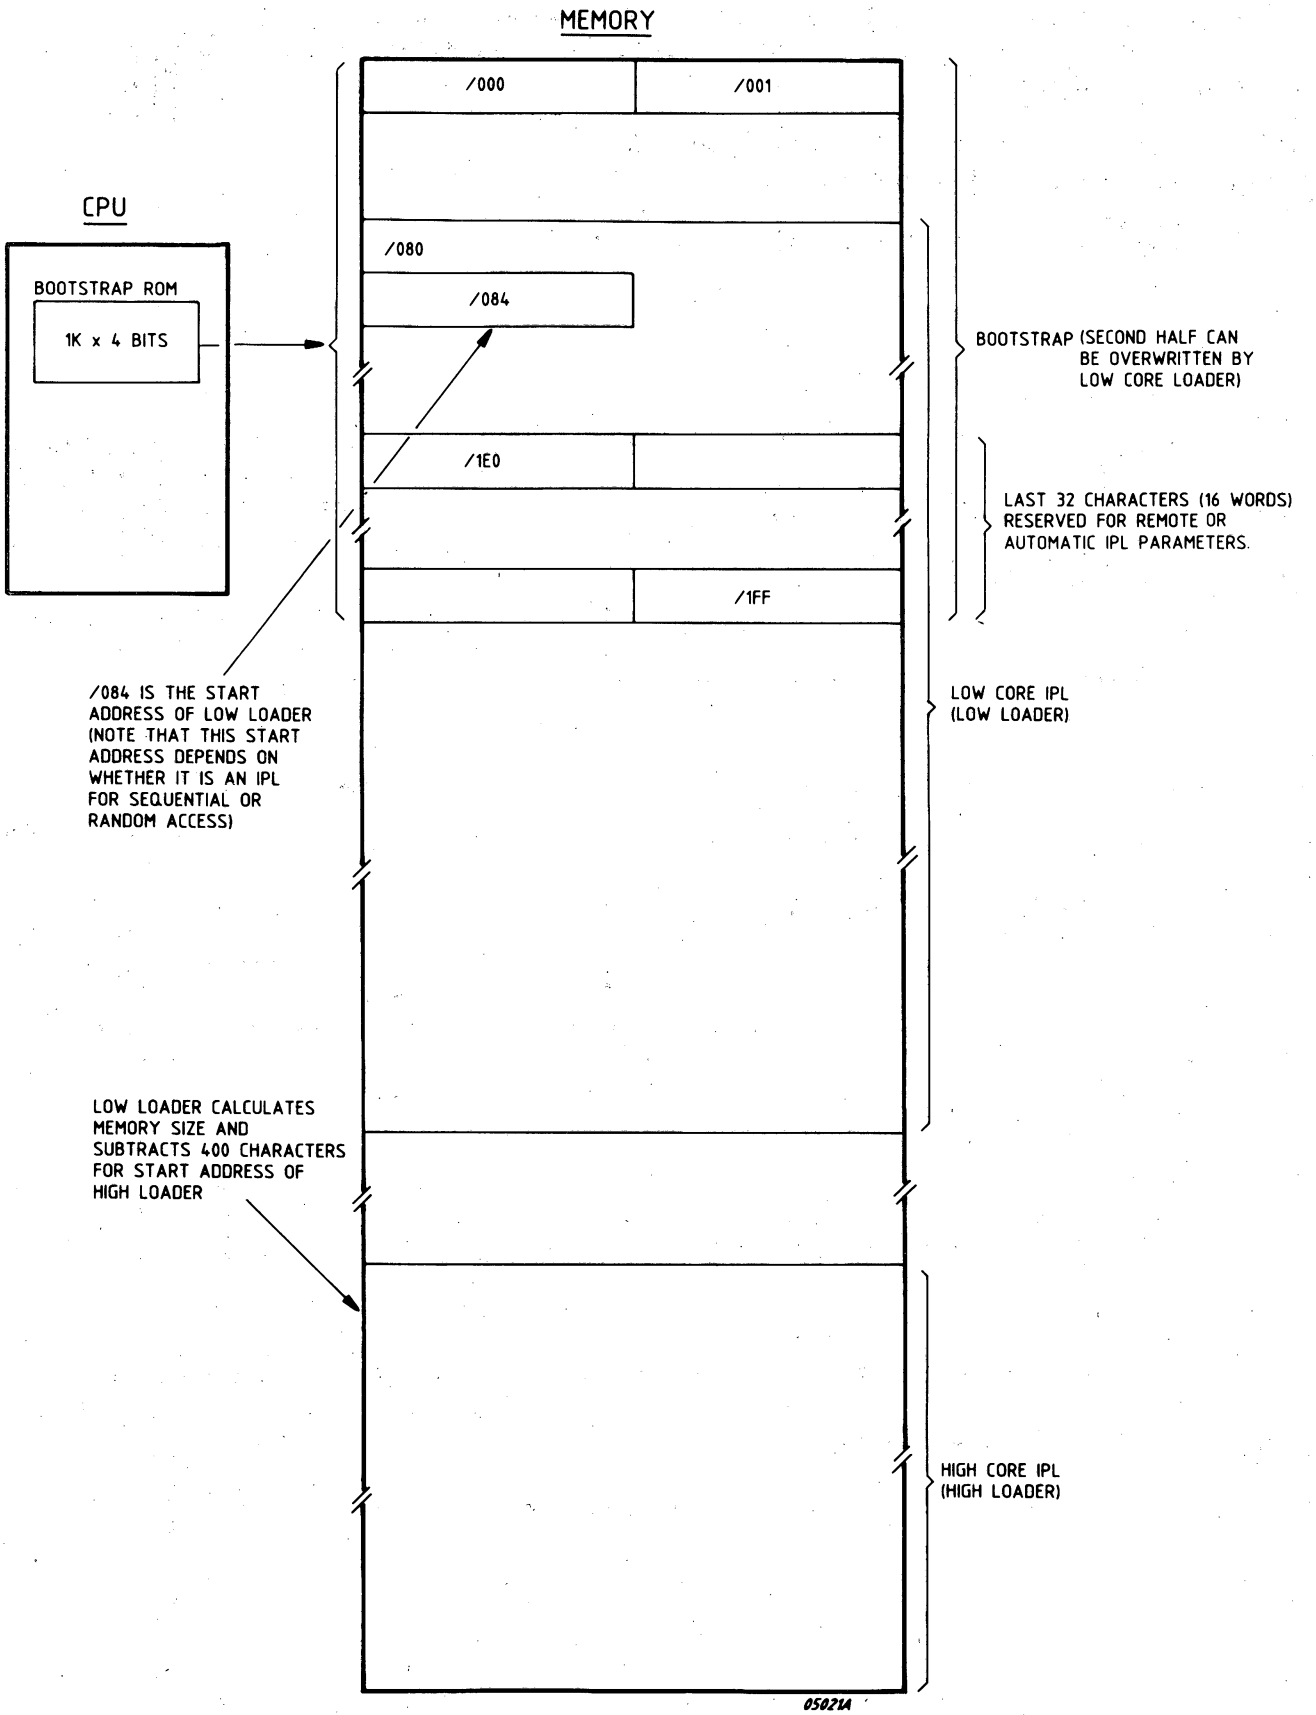

Figure 1.15 INITIAL PROGRAM LOADER - PRINCIPLE
1.11 INITIAL PROGRAM LOADER (FIGURE 1.15)